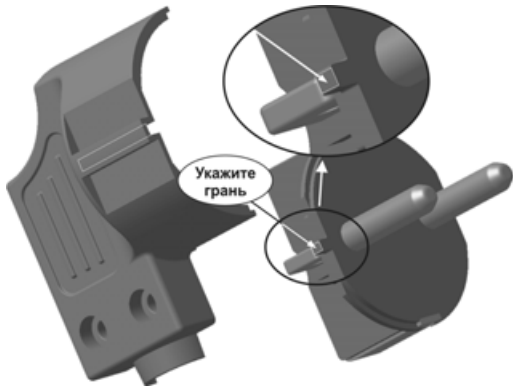

Рис. 7.39
- Затем разверните сборку таким образом, чтобы стала видна плоская грань на небольшом выступе детали **Вкладыш** — это ответный элемент для паза на **Крышке** — укажите эту грань (рис. 7.39).